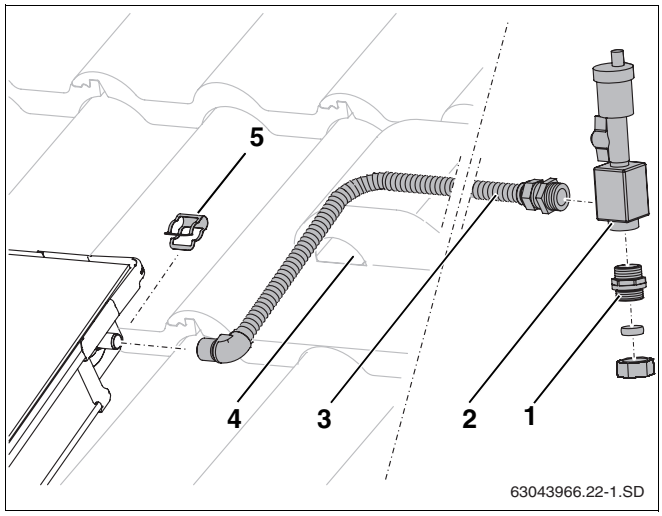

Abb. 56 Entlüfter unter Dach montieren
- Anschlussrohr (Abb. 56, **Pos. 3**) auf den Vorlaufanschluss des Kollektorfeldes schieben und mit Klammer (Abb. 56, **Pos. 5**) fixieren.
- Anschlussrohr zusammen mit dem Fühlerkabel durch die Entlüftungspfanne (Abb. 56, **Pos. 4**) und durch die Dachisolierung führen.
- Anschlussrohr (Abb. 56, **Pos. 3**) und Doppelnippel (Abb. 56, **Pos. 1**) in Lufttopf festschrauben (O-Ring-Dichtung).
- Sammelleitung an Doppelnippel mit Klemmringverschraubung (Abb. 56, **Pos. 1**) anschließen.